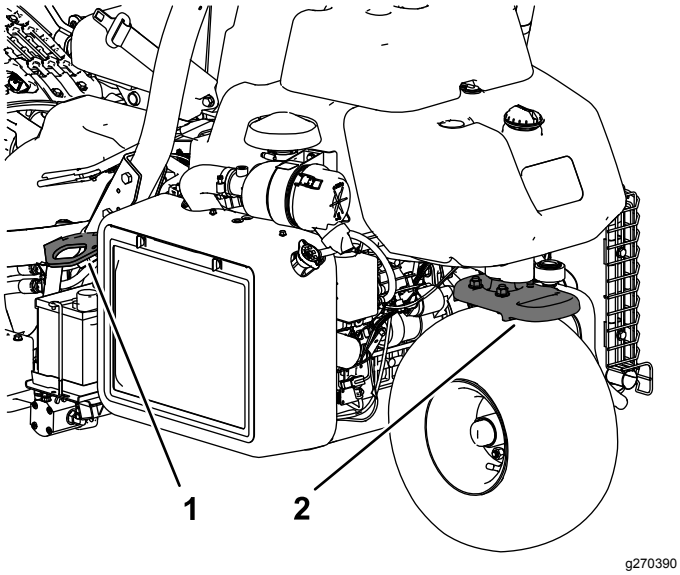

**Figur 24**
- Bind fast maskinen så att den sitter säkert med spännband, kedjor, vajrar eller rep. Både den främre och den bakre spännremmen ska riktas nedåt och ut från maskinen (Figur 24).